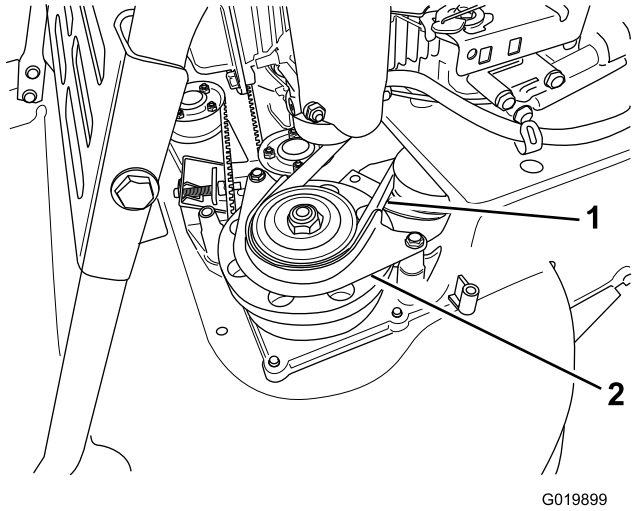

Рисунок 36
6. Снимите ограждение ремня тормозной муфты ножа (Рисунок 36).